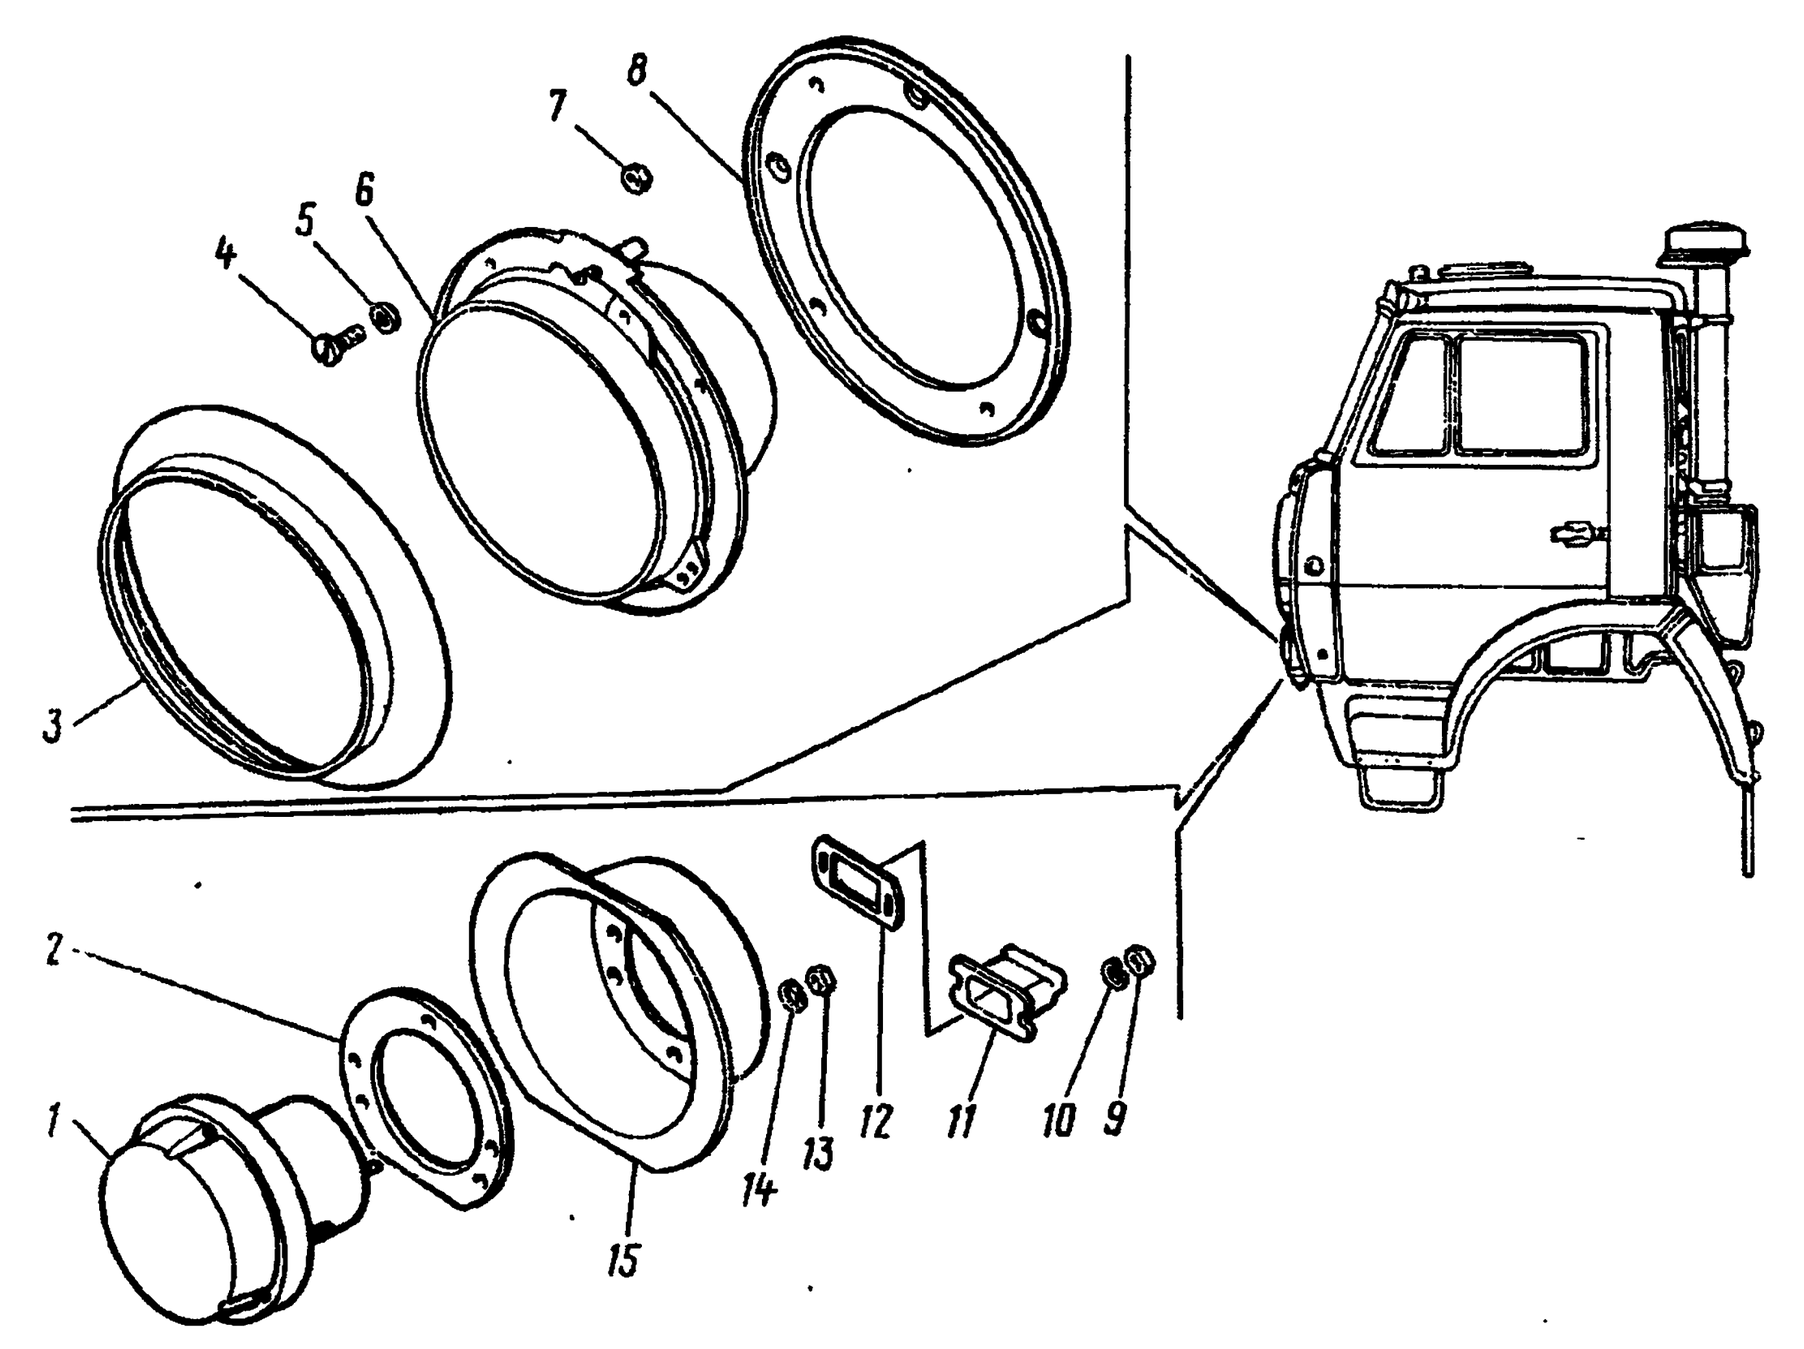

Рис. 74. Фары:
1. Отверните гайки *9* (рис. 74) крепления прижимной накладки *12*, снимите пружинные шайбы	Ключ 8 мм, отвертка
2. Снимите защитный резиновый ободок (см. рис. 74) фары	Отвертка